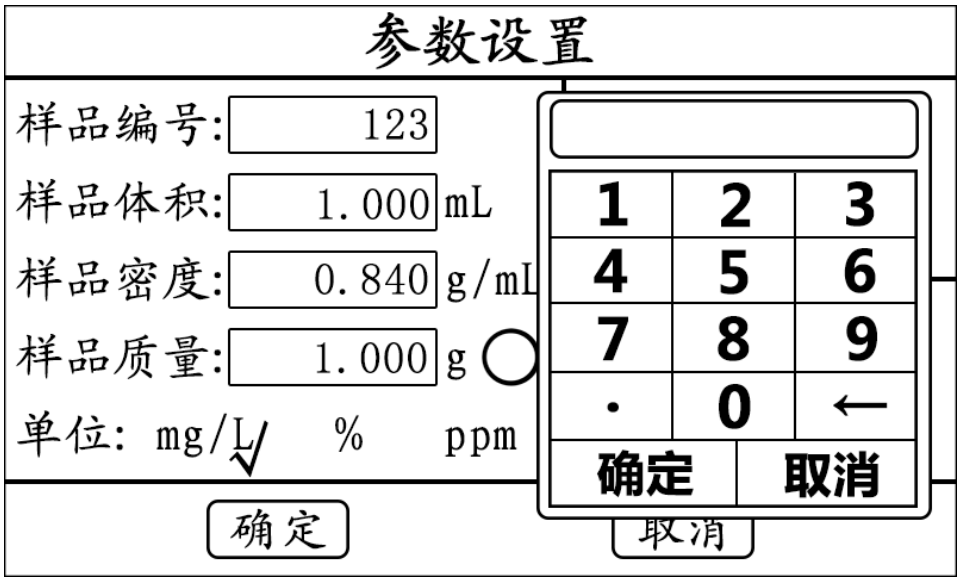

图 7
4.2. 在参数设置界面点击录入区域，进入数字输入界面（图 7），使用右侧弹出的数字键盘输入需要的参数，点击【确定】数据确认返回参数设置界面，点击【取消】数据无修改返回参数设置界面。
4.3. 样品编号：点击输入区域可进入数字录入界面（图 7），进行样品编号设定，范围为 0-9999。